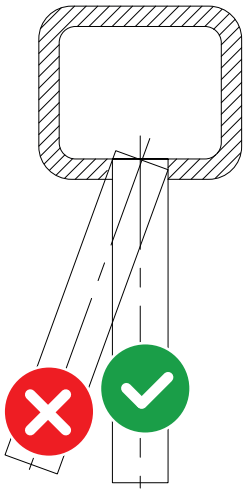

fig. 1
- Il condotto di scarico deve essere perpendicolare con la parete interna opposta del camino o della canna fumaria (fig. 1).
Per questo tipo di caldaia sono disponibili le seguenti configurazioni di scarico dei fumi: A3, B23, B23P, B33, B53 e C13 (vedi Fig. 1).